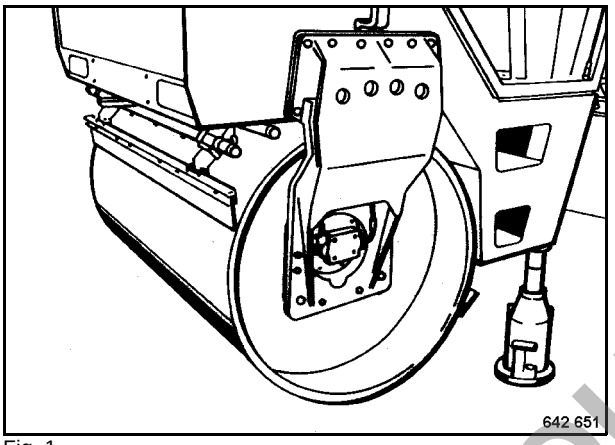

Fig. 1
1. Jack the appropriate side of the machine up (Fig. 1), until the rubber buffers on the drive disc are relieved.